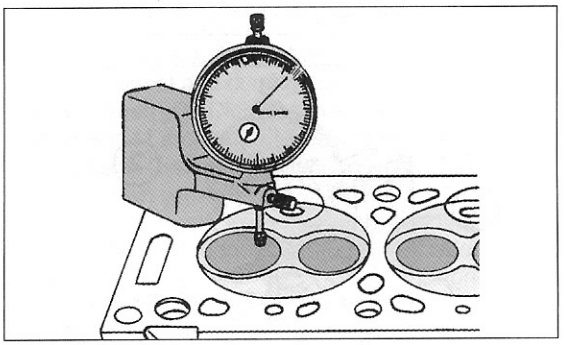

Bild 78
- Eine Messuhr mit einem passenden Stand wie in Bild 78 gezeigt auf den Zylinderkopf aufsetzen und den Messstift auf die saubere Zylinderkopffläche anlegen. Das Bild zeigt die von Werkstätten benutzte Messlehre, jedoch eignet sich jede beliebige Messuhr mit einem geeigneten Halter. Die Messuhr auf Null setzen.